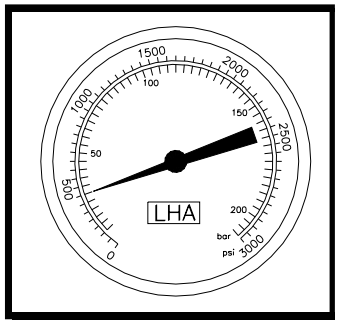

Figure 5-4: Water Pressure Gauge
2. Open shut off valve at end of solution hose and depress cleaning wand trigger. With water flowing from tool, adjust the machine's water pressure for 400-500 PSI *(See Fig. 5-4).* In order to achieve consistent adjustable temperatures, an operating pressure of 200-500 PSI must be maintained. The water pressure can be adjusted by rotating the pump pressure adjust knob clockwise to increase and counter clockwise to decrease pressure. The pump pressure adjustment knob is located directly beneath the pressure gauge on the face panel . The gauge reading should drop nearly to zero when no water is being pumped.